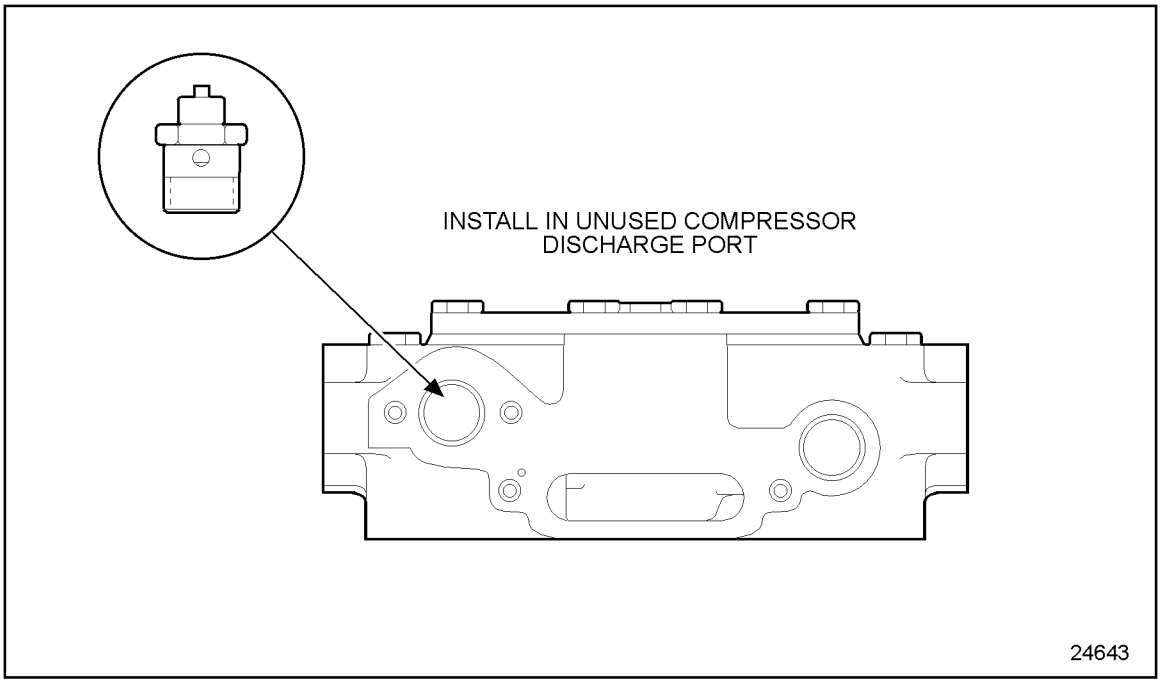

Figure 10-10 Location of Bendix Air Compressor Pressure Relief Valve
3. Remove an unused compressor discharge port plug on the top or side of the compressor head. See Figure 10-10.